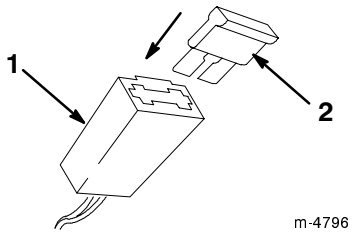

Figur 9
2. Monter sikringen i sikringsholderen som vist i Figur 9.